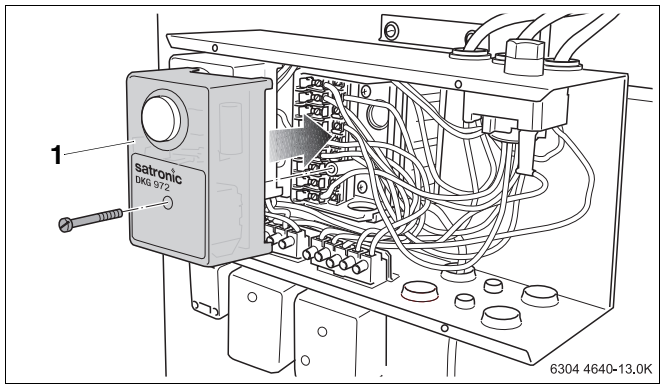

Abb. 10 Montage digitaler Feuerungsautomat
- Den neuen digitalen Feuerungsautomaten (Abb. 10, **Pos. 1**) aufstecken und mit der Zylinderschraube anschrauben.